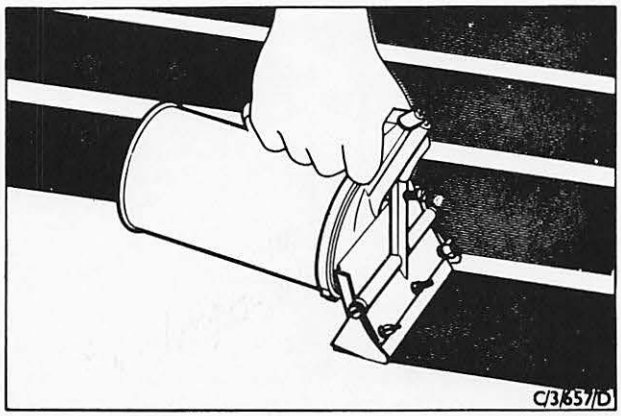

Abb. 3 Kleber auf die Innenseite des Dachbezugs auftragen
3. Dachbezug mit nach unten gerichteter Außenseite auf Arbeitsfläche legen. Innenfläche des Dachbezugs mit Klebstoff nach FORD-Spezifikation SM2G-4610-A beschichten und 30 Minuten trocknen lassen, Abb. 3.